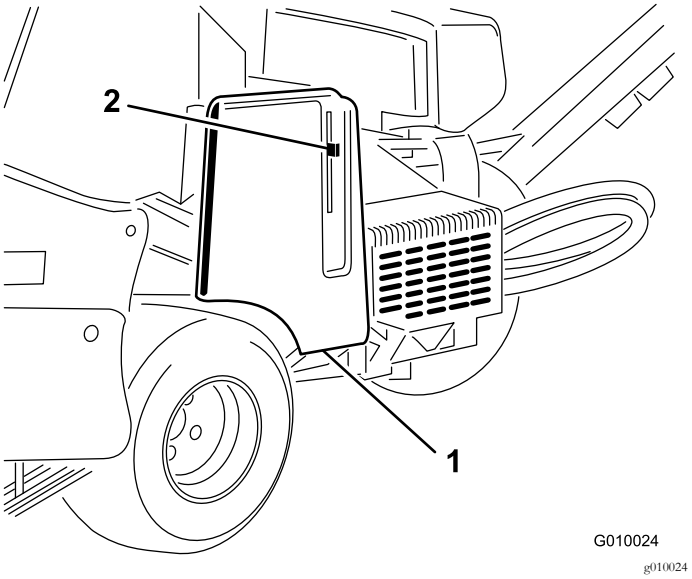

**Figur 17**
2. Lås opp og ta av remdekselet (Figur 17).